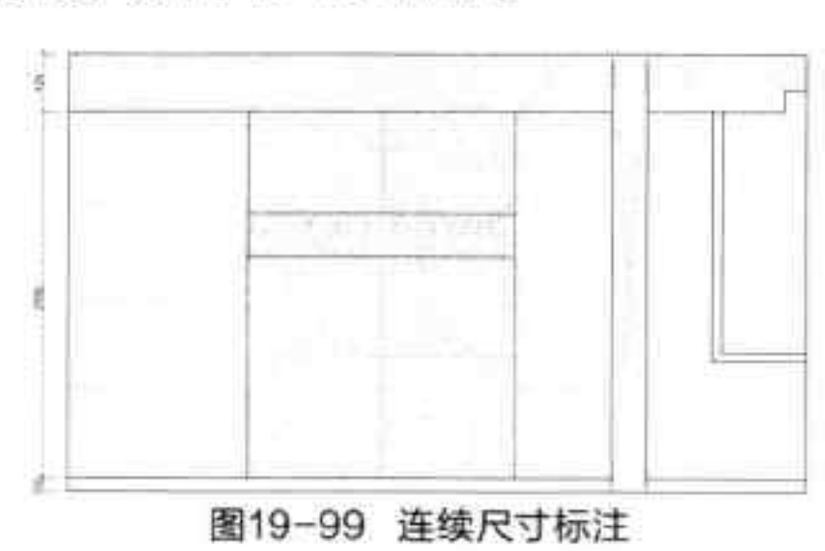

图19-99 连续尺寸标注
Step 16 执行“连续”命令，对图形进行连续尺寸标注，如图 19-99 所示。